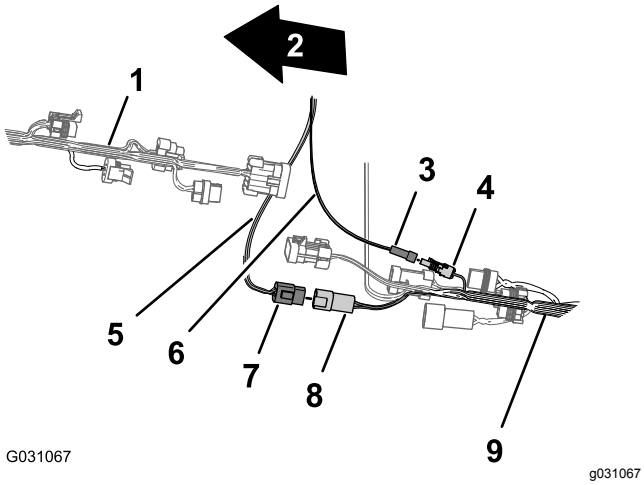

Figur 169
3. Koble til kontakten med fire pinner i dataledningssatsen for CAN 2 / sprederkontrolleren, til kontakten med fire sokler i den bakre ledningssatsen for CAN 2 / sprederkontrollkretsen (Figur 169).
4. Koble kontakten med én pinne i den elektriske ledningssatsen til kontakten med én sokkel i den bakre ledningssatsen (Figur 169).